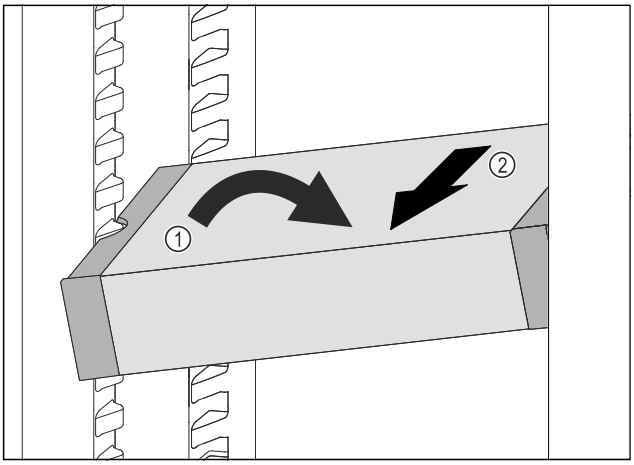

Fig. 183
▶ Novietojiet VarioSafe slīpi ledusskapja nodalījumā. *Fig. 183 (1)*
▶ Izņemiet VarioSafe uz priekšu. *Fig. 183 (2)*